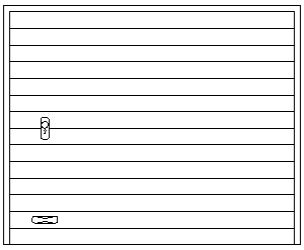

Rys. 1. Brama z przetłoczeniami niskimi
a) brama z przetłoczeniami poziomymi niskimi – rys.1